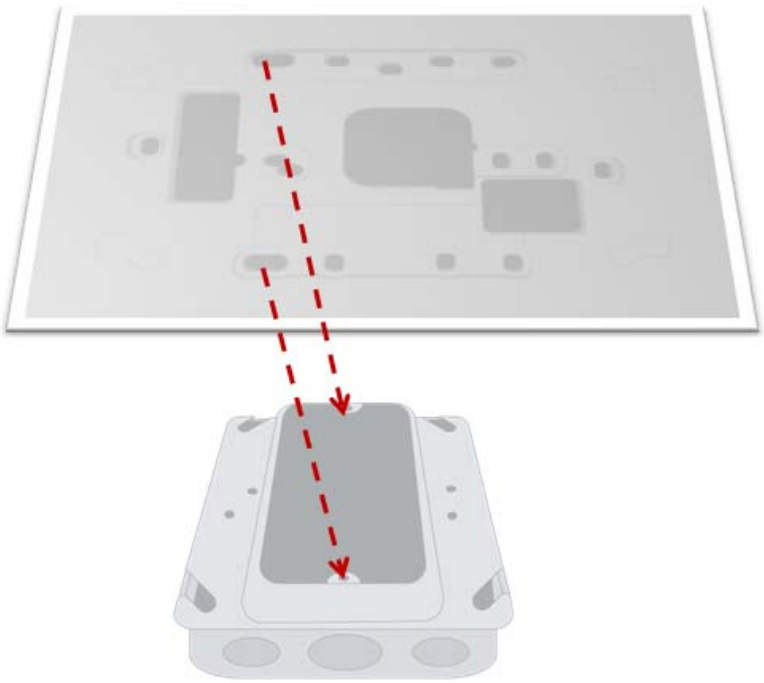

Figure 3: JBOX, Mud Ring, Adapter Plate
High Voltage Installation Option (page7) • High Voltage is defined as 30 volts or greater. • There is only one installation option: JBOX with Vertical Mud Ring Mount: requires adapter plate as shown in Figure 3 on page 9.	**Low Voltage Installation Options (page 16)** There are 3 options; select based on code and desired look: 1) Drywall mount: no conduit required; no JBOX adapter plate required. 2) JBOX with Vertical Mud Ring Mount: requires adapter plate as shown in Figure 3 on page 9. 3) JBOX with Horizontal Mud Ring Mount:
9. Level the high voltage Telkonet JBOX adapter plate and mount to the mud ring with two #6-32 1” screws. See Figure 3.